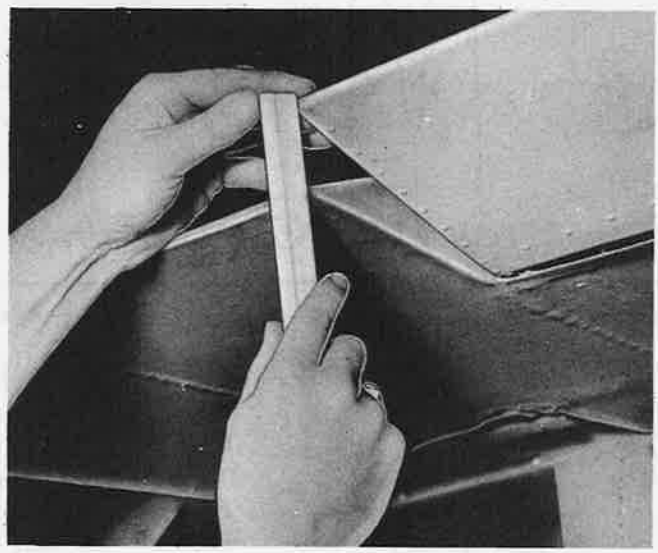

Figure 344—Aileron Trim Tab Throw Measurement
5. Check the tab for proper throw by pushing and pulling the cables until they are halted by the stops. If the tab throw is incorrect, adjust by loosening one turnbuckle and tightening the other. Correct throw, up and down, is 2 inches ± ⅛ inch, or 12-½ degrees ± ½ degree. (See figure 344.)